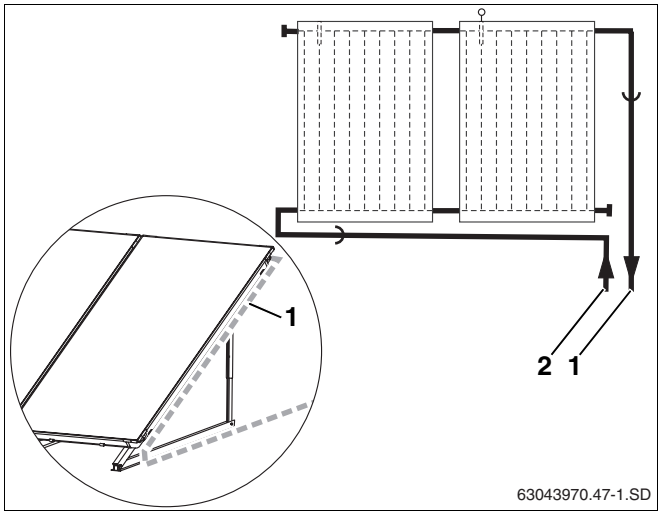

Afb. 55 Verzamelleidingen naar het collectorveld voeren
- Voer de bouwzijdige vertrekleiding (afb. 55, **pos. 1**) langs de collector en niet verticaal naar beneden.